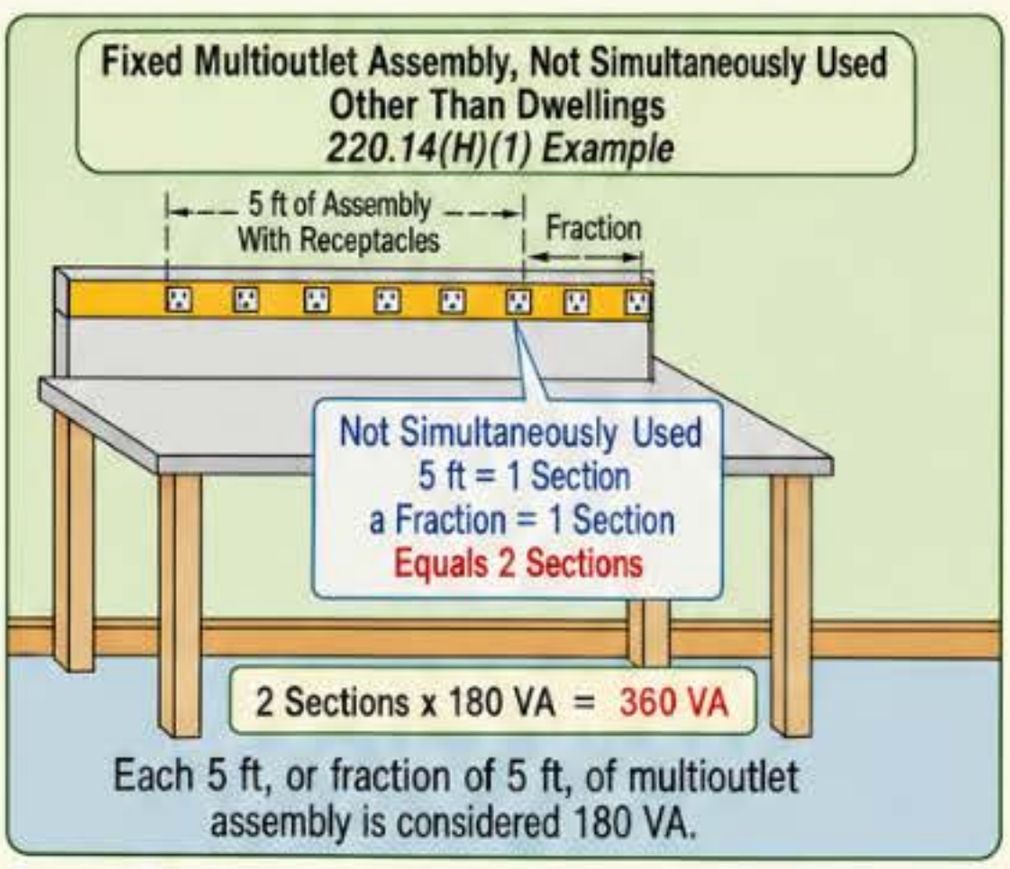

Figure 220-11
(1) If appliances are unlikely to be used simultaneously, each 5 ft (or fraction of 5 ft) of multioutlet assembly is considered 180 VA. Figure 220-11